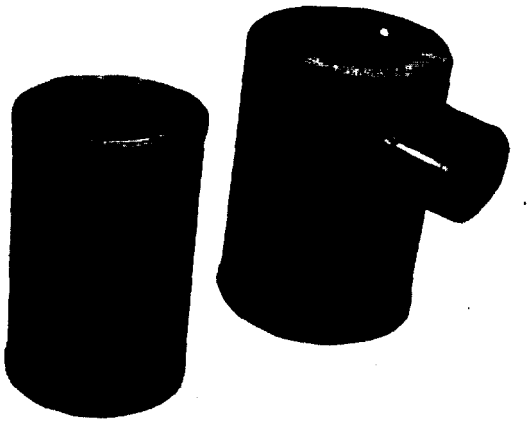

Figure 4-4. Element and Case
b. Remove element from air cleaner base (see figure 4-4).